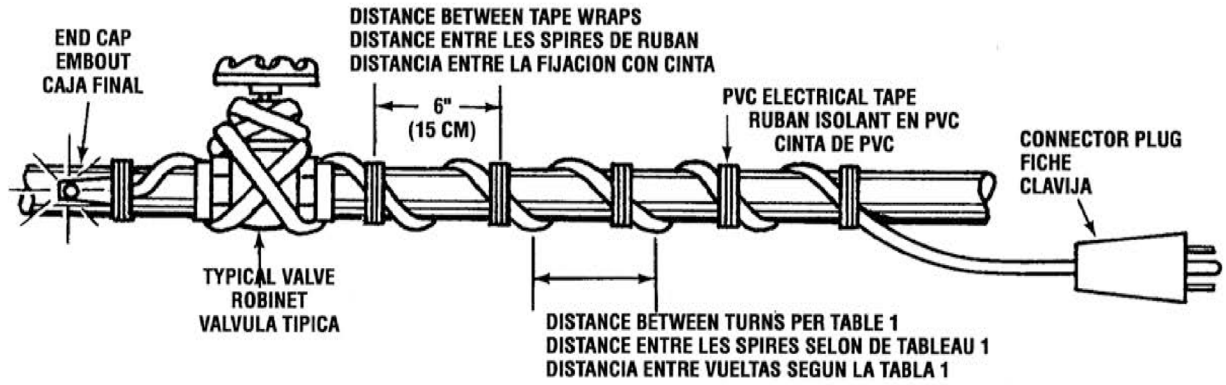

Figure 2
2. With the flat side of the cable against the pipe, tape the power cord end of the cable to the pipe letting enough cable to reach the power receptacle hang free. *See Figure 2.*
2. Avec le côté plat du câble contre le tuyau, fixez l'extrémité du cordon d'alimentation avec du ruban adhésif sur le tuyau en laissant suffisamment de câble pour atteindre la prise d'alimentation. *Voir la figure 2.*